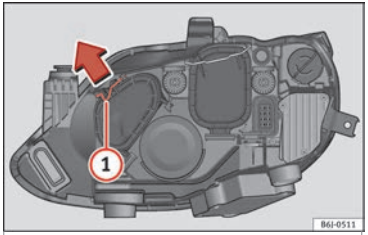

Fig. 94 Double headlight.
– Move the loop (1) in the direction of the arrow and remove the cover ››› Fig. 94.